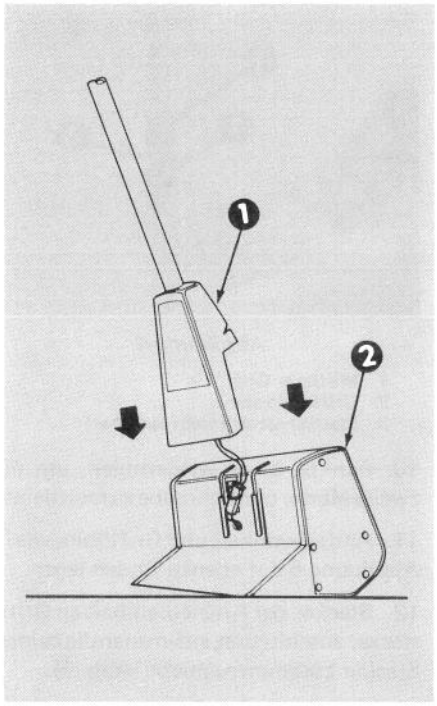

Abbildung 6
13. Antriebseinheit so stellen, dass der Griffholm eingefügt und eingesteckt werden kamm (Abb. 6).